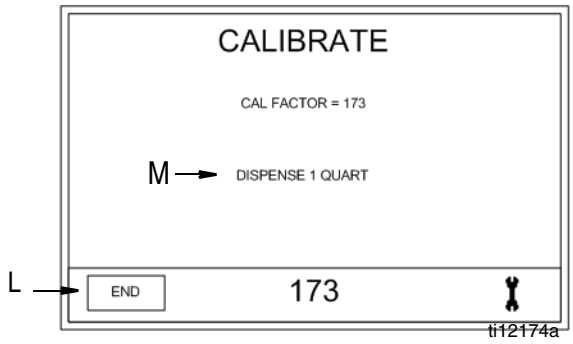

FIG. 14
Ecran d'étalonnage (FIG. 14)
1. Utilisez la FLECHE GAUCHE ou DROITE afin de déplacer le curseur vers le Champ du facteur d'étalonnage (K).
2. Utilisez la FLECHE HAUT ou BAS afin de régler manuellement le Facteur d'étalonnage préréglé vers le haut ou le bas (ceci ne peut être effectué que sur l'écran d'étalonnage 1 (FIG. 14).
3. Appuyez sur le bouton ENTREE au milieu afin de confirmer la nouvelle sélection. La nouvelle valeur s'affiche dans le champ Facteur d'étalonnage (J).
M. Distribution : N'apparaît que sur l'Ecran 2 (FIG. 14). Affiche la quantité distribuée par l'opérateur lors du test d'étalonnage.
Etalonnage du compteur (FIG. 14)
Voir FIG. 14, page 14 pour les Ecrans d'étalonnage 1 et 2, référencés dans les instructions suivantes.